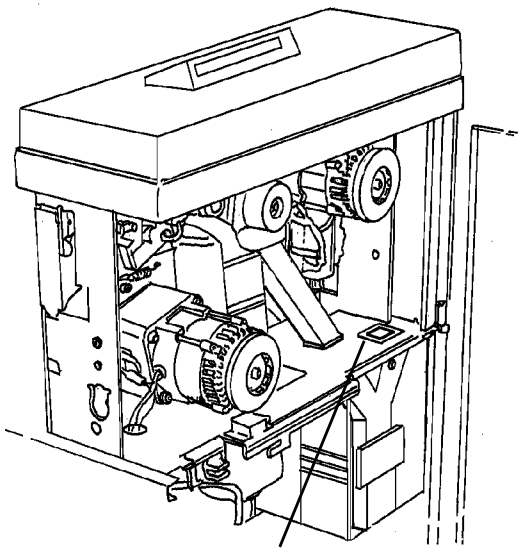

**Figure 22 Media Counter Location**
11. (Figure 22): Read the number of prints made on the Media Counter.